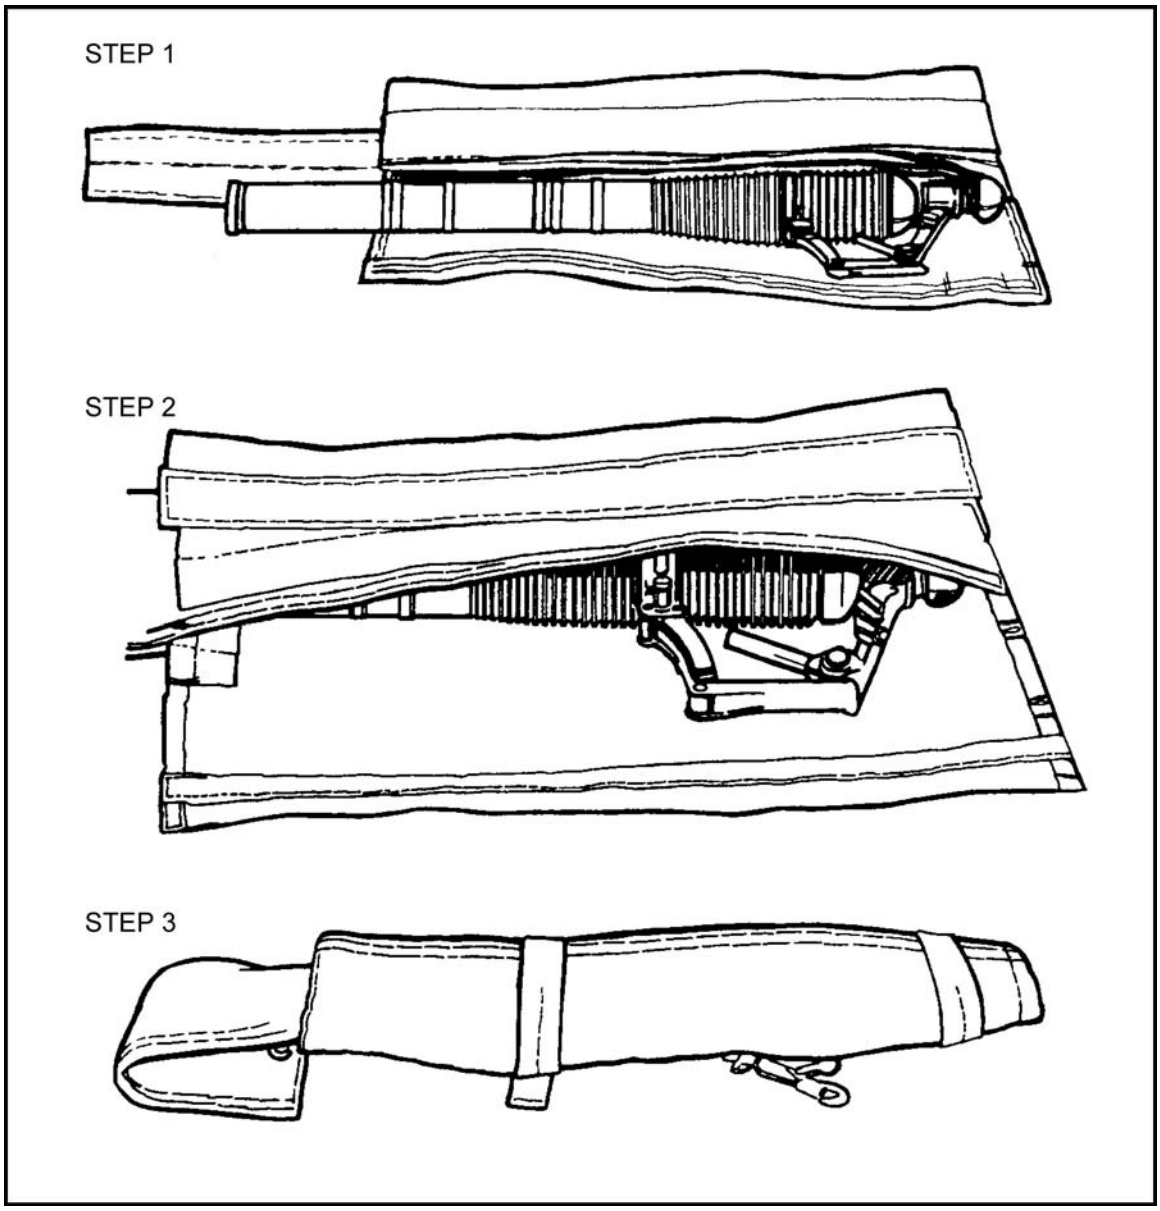

Figure 12-20. Barrel packed.
a. **Gunner**. Place the barrel inside the case, muzzle down. Pack the small baseplate and sight unit inside the ALICE pack. Pad the sight unit with clothing or cellulose wadding to absorb the impact shock. Tandem-rig the pack and case for lowering (Figure 12-20).